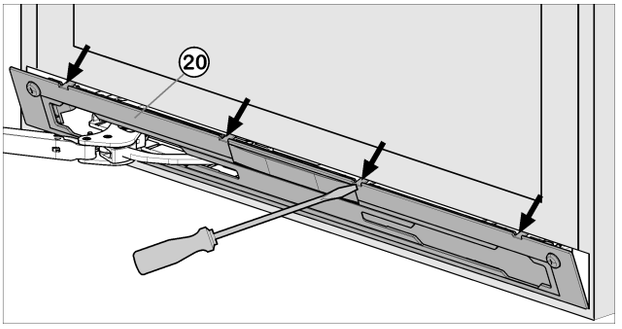

*Fig. 10*
▶ Déclipser le panneau *Fig. 10 (20)* à l'aide d'un tournevis à fente, puis le retirer.